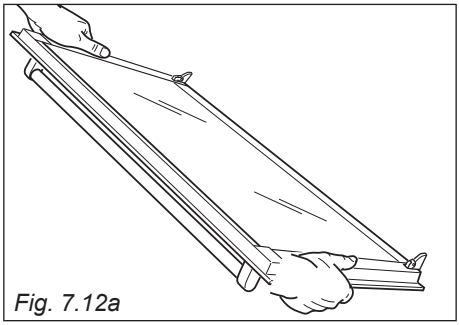

Fig. 7.12a
1. Hold the door firmly (fig. 7.12a).